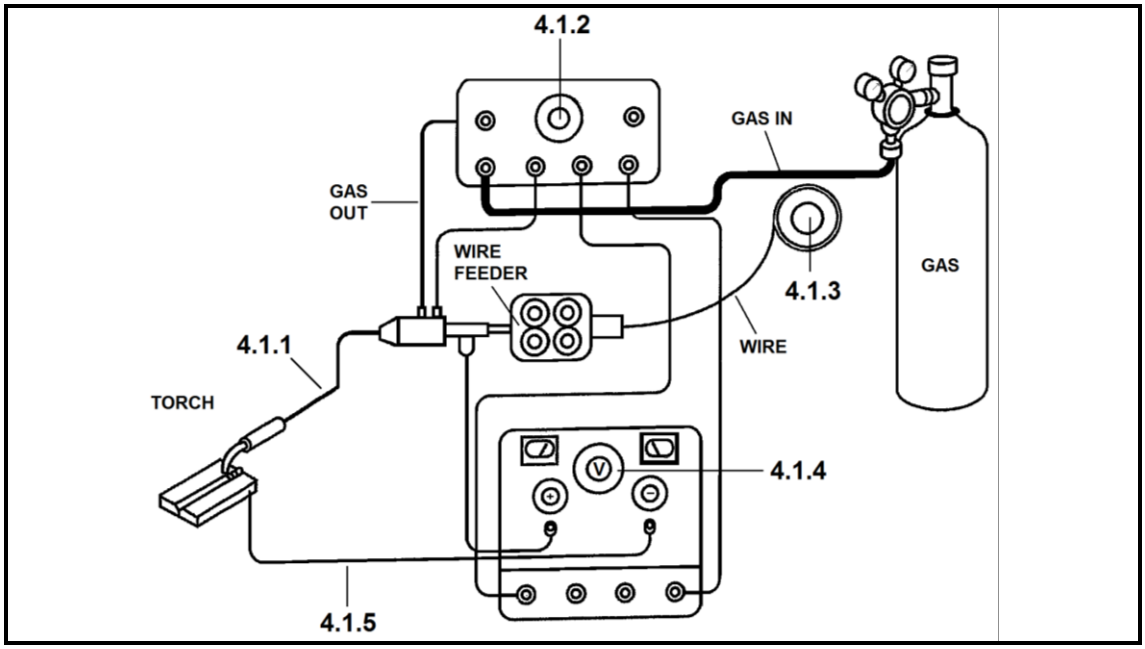

FIGUUR 5
4.1 FIGUUR 5 toon ’n GMBS-stelsel (‘GMAW system’).